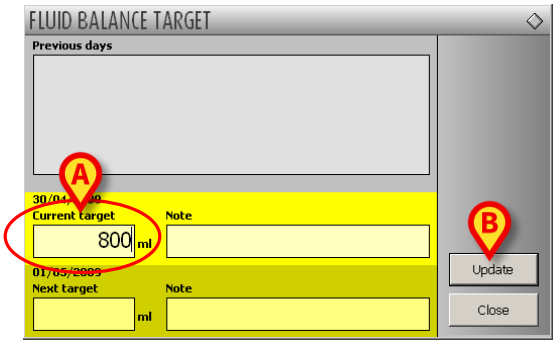
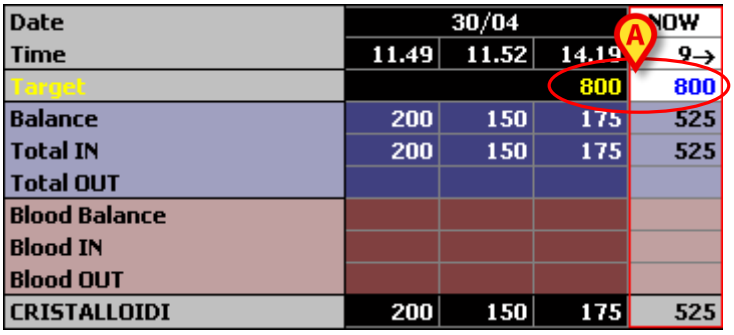

Fig 101 - Target specification
Fig 102 - The target is displayed on the table
- Type the target value in the "Current target" field (Fig 101 **A**).
- Click the **Update** button (Fig 101 **B**). The fluid balance target is displayed in the table (Fig 102 **A**).